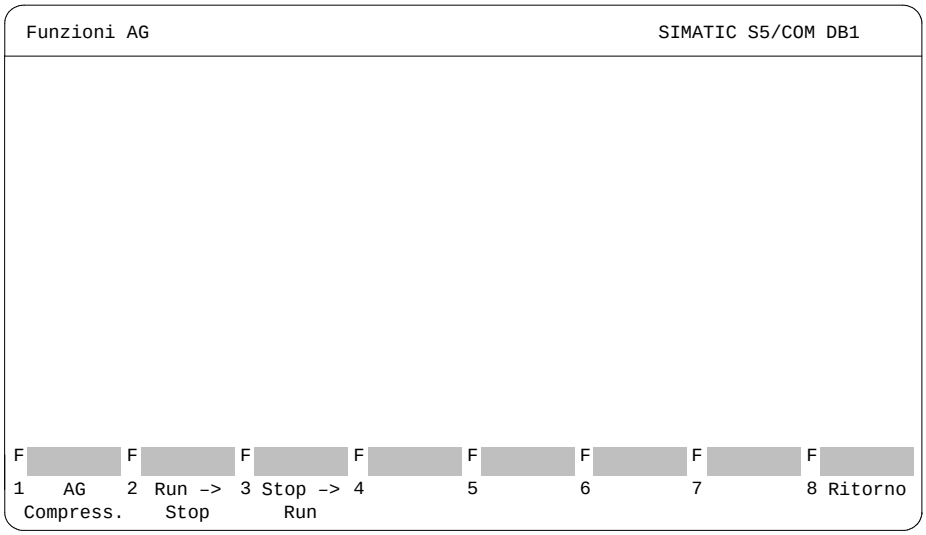

Figura 22-20 Maschera del COM DB1 *Funzioni AG*; commutaz. controllore da STOP a RUN
1. Premere, nella maschera *Tabella panoramica*, il tasto ***F7*** = *AG-Funzione* (→ Figura 22-20). Sul video compare la maschera *Funzioni AG*.